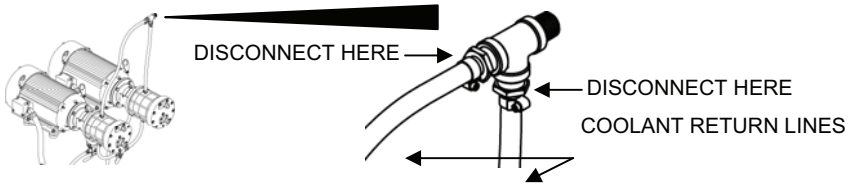

Figure 6. HP Pump Coolant Return Tubes at the RO Feed Tank.
3. Disconnect the HP Pump coolant return tubes from the RO Feed Tank (Figure 6). Blow air into the tubes and out the pump drains using the auxiliary air gun (from the tool box). Reconnect hoses.